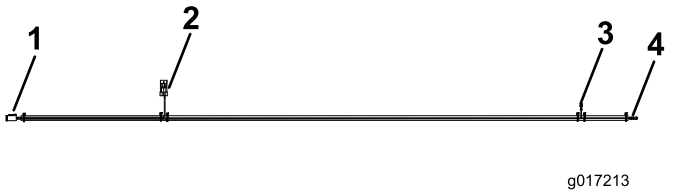

Bild 10
- Stecken Sie den mit **Seat** beschrifteten Kabelbaumanschluss in den Kabelbaumanschluss vom Sitz (Bild 10).
- Stecken Sie den mit **Seat Switch** beschrifteten Kabelbaumanschluss in den Kabelbaum der Zugmaschine (Bild 10).
- Stecken Sie den mit **Seat Power** (Lüsterterminal) beschrifteten Kabelbaumanschluss in das offene Terminal am Sicherungsblock des Hilfsaggregats (Bild 10). Setzen Sie die Sicherung (10 A) in den entsprechenden Einschub am Sicherungsblock ein.
- Schließen Sie den mit **Ground Block** (Kabelschuh) beschrifteten Kabelbaumanschluss an den Erdungsblock des Hilfsaggregats an (Bild 10).